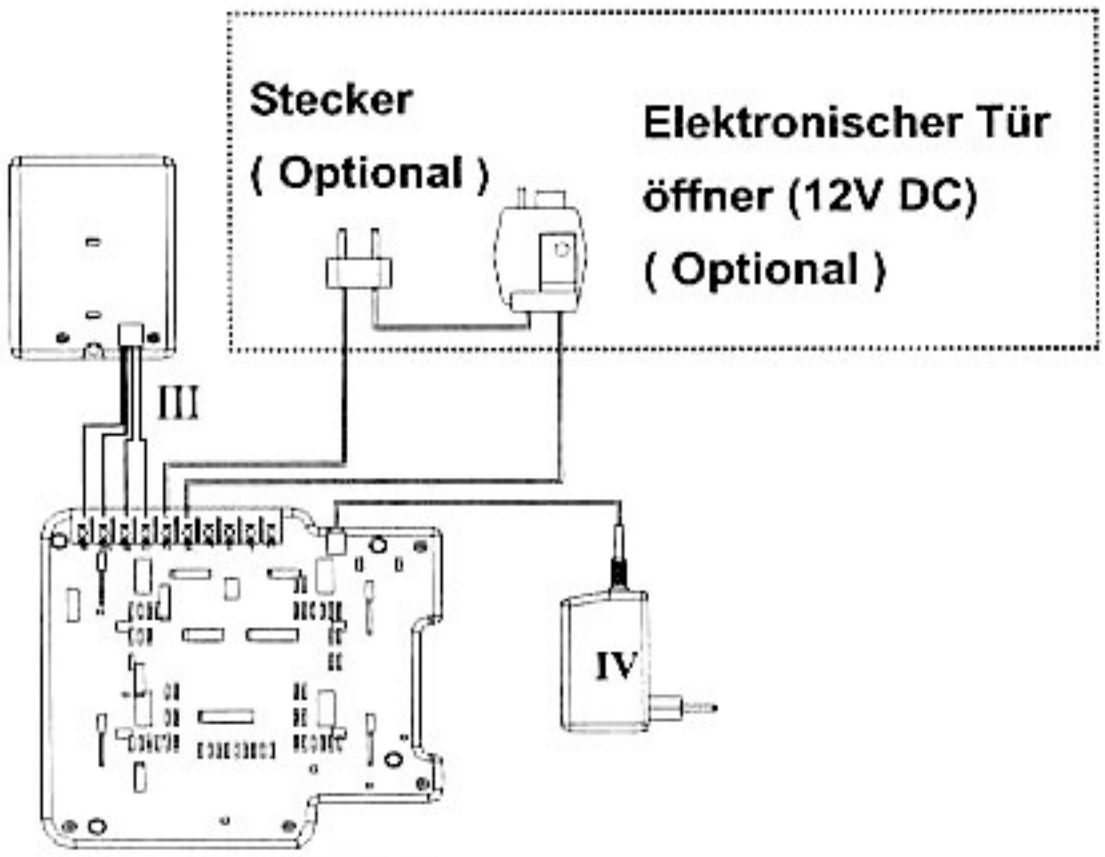

Bild. 5
Die Verdrahtung zur Kamera erfolgt mit 4 Drähten (14). Am Monitor sind die Anschlussklemmen 1-4 zu verwenden. Rot => 1R; weiß => 2W; braun => 3B; gelb => 4Y. Benutzen Sie bei der Kamera den mitgelieferten Western-Stecker. Damit die Klemmen nicht verwechselt werden, sollte ein Verbindungskabel mit 4 verschiedenen Farben verwendet werden! Der Monitor darf nur mit dem im Lieferumfang enthaltenen Netzadapter betrieben werden (s. Bild 5)